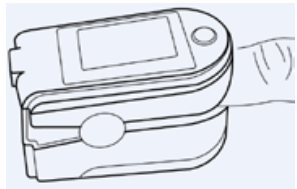

Figure 5 Placer le doigt dans la bonne position
- Le doigt doit être placé correctement (voir figure 5 ci-jointe), car un assemblage incorrect ou une position de contact incorrecte du capteur influencera la mesure.
b) Ouvrir la pince comme illustré à la figure 5.